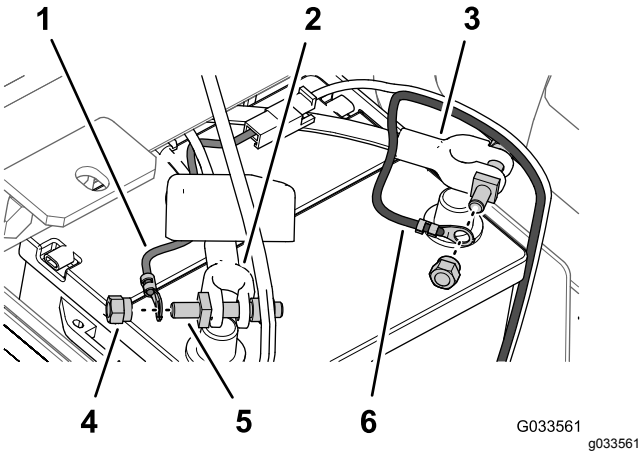

Figur 31
6. Fest ringterminalen til smeltekontakten (sprederens ledningssats) til polen på klemmebolten som du monterte på den positive batterikabelen, med en klemmemutter (Figur 31).
7. Fest den negative kabelens ringterminal (svart – sprederledningssats) til polen på klemmebolten som du monterte på den negative batterikabelen, med en klemmemutter (Figur 31).